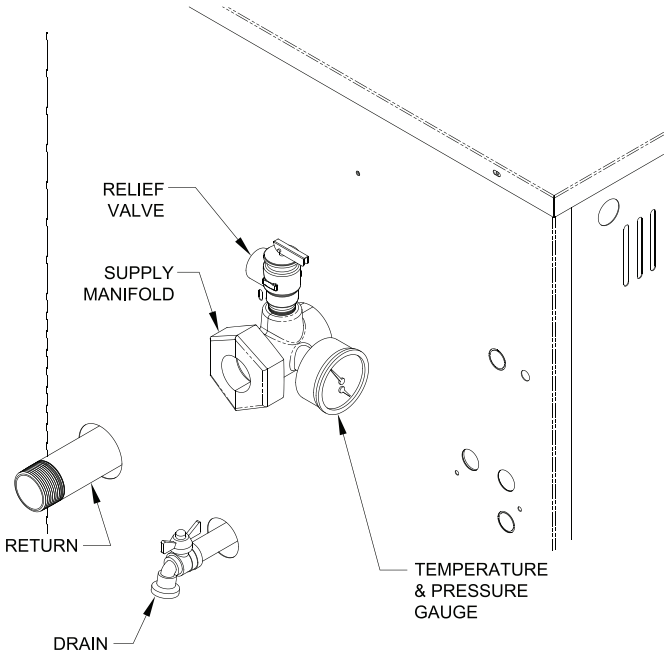

Figure 6-1: Near Boiler Piping
C. Install Safety Relief Valve. See Figure 6-1. Safety Relief Valve must be installed with spindle in vertical position.
D. Connect system supply and return piping to boiler. Refer to Figures 6-1, 6-2, and 6-3. Also consult Residential Hydronic Heating Installation and Design I=B=R Guide. Maintain minimum ½ inch clearance from hot water piping to combustible materials.